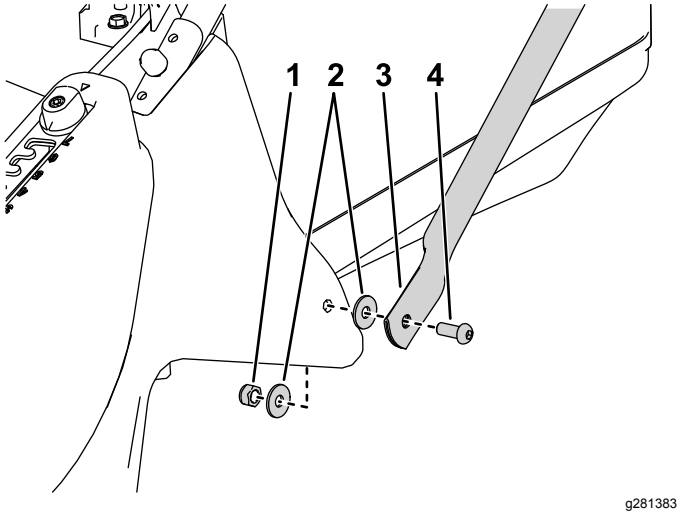

Figur 4
3. Monter den nederste afstiverstyrebøjle på hver side af plæneklipperskjoldet med en bolt, underlagsskiver på indersiden og ydersiden af skjoldet og en låsemøtrik (Figur 4).